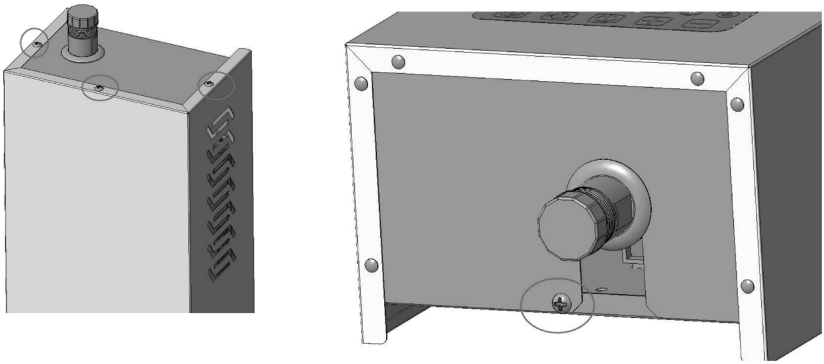

Рис. 11. Демонтаж лицевой панели
- 1 вин в нижней части корпуса (Рис. 11).
Б) Подведите электрический кабель (Рис. 11)